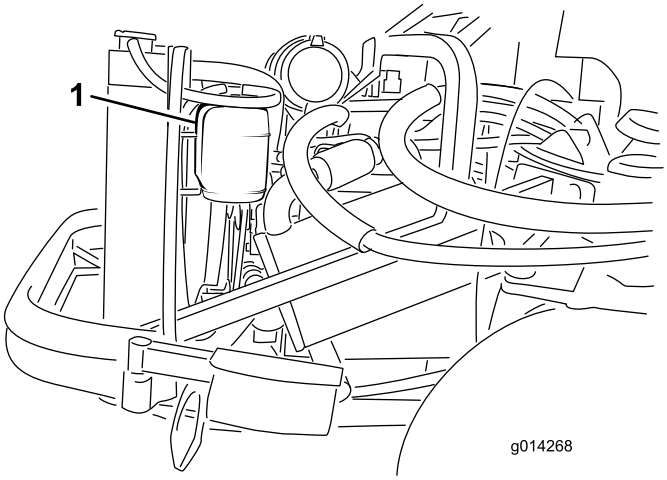

Figur 41
1. Kontroller kølevæskestanden i ekspansionsbeholderen (Figur 41). Væskestanden skal være mellem mærkerne på siden af beholderen.